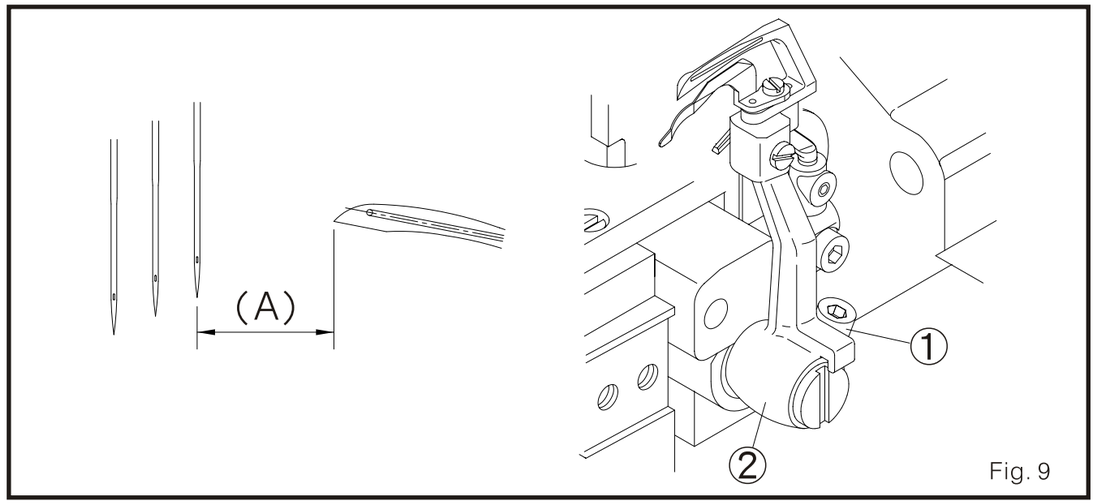

Fig. 9
(5) Ajustar el espacio (A), por favor mueva el bucleador al punto más derecho antes de ajustar lo siguiente: Afloje el tornillo 1 y mueva el soporte del bucleador 2 de izquierda a derecha para que sea como muestra la tabla 2. (Fig. 9)